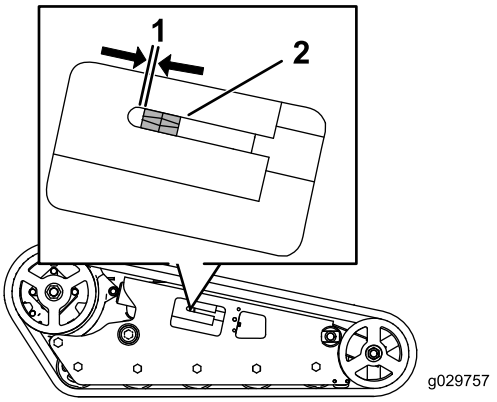

Rysunek 52
Nakrętka napinająca powinna znajdować się 6,4 mm od końca prowadnicy rury napinającej (Rysunek 52). Jeżeli tak nie jest, należy skorygować napięcie gąsienicy w następujący sposób:
4. Używając klucza nasadowego z zabierakiem 1/2 cala, obracaj śrubę napinającą w lewo, aż odległość między nakrętką napinającą a tylną krawędzią rury napinacza wyniesie 6,4 mm, jak pokazano na Rysunek 52.
10. Obracaj śrubę napinającą w lewo, aż odległość między nakrętką napinającą a tylną stroną rury widełkowej (Rysunek 52) wyniesie 6,4 mm.
10. Obracaj śrubę napinającą w lewo, aż odległość między nakrętką napinającą a końcem prowadnicy rury napinającej (Rysunek 52) wyniesie 6,5 mm.